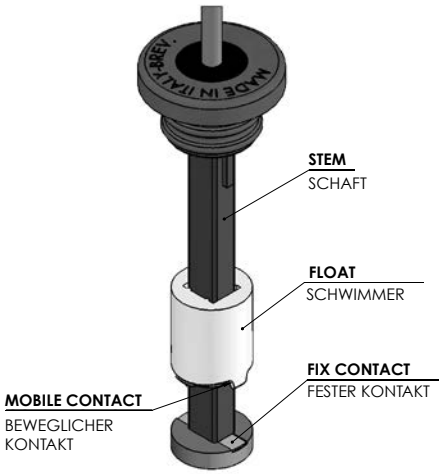

**Abb. 7**
Figure 7 shows the components of an electromechanical level gauge.
*In Abb. 7 sind die Bestandteile eines elektromechanischen Füllstandanzeigers zu sehen.*